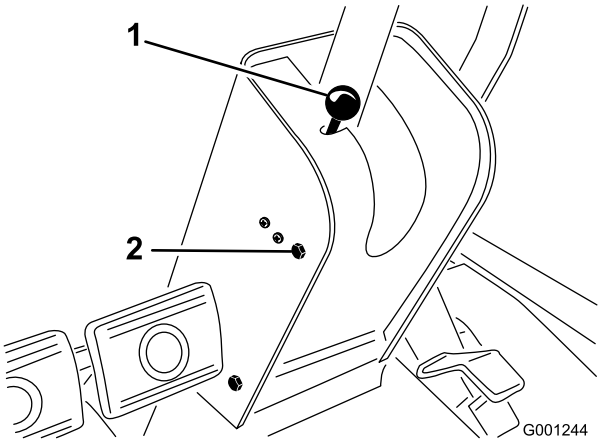

**Figuur 69**
1. Verwijder de knop van de parkeerremstang en de schroeven van de kap van de stuurkolom (Figuur 69).